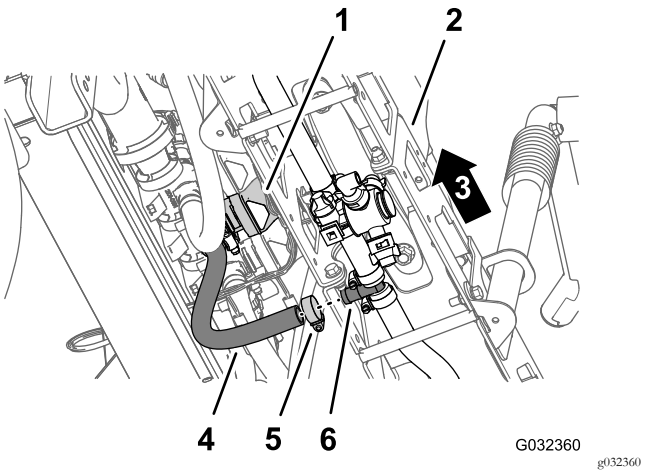

Figuur 43
5. Verwijder onder de middelste spuitboom de slangklem waarmee de toevoerslang voor de spuitboom bevestigd is aan de geribde T-fitting (Figuur 43).